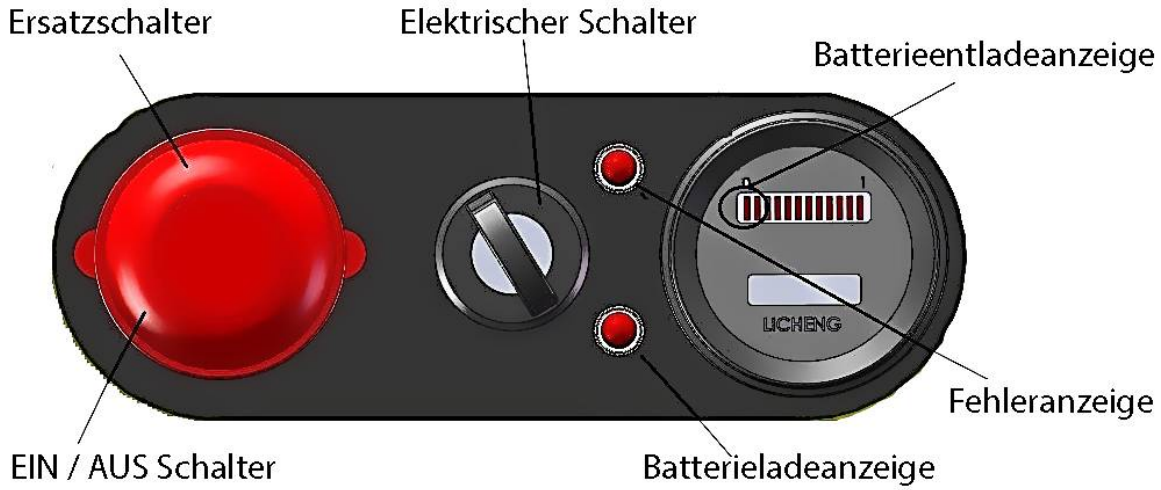

Abbildung 2.
• Es ist das Vorhandensein von Elektrizität in den Batterien gemäß der in Abbildung 2 gezeigten Methode zu überprüfen. Dafür muss man den Gesamtleistungshebel ziehen, um die Stromquelle einzuschalten, das elektrische Schloss am Griff entriegeln und den Stromzähler am Bedienfeld des Staplers überprüfen. Wenn eine helle Anzeige auf dem Bedienfeld leuchtet, bedeutet dies, dass die elektrische Energie in den Batterien minimal ist, was darüber sagt, dass sie aufgeladen werden sollte. Das Betreiben des Staplers ohne Stromversorgung ist ausdrücklich verboten, da dies die Batterielebensdauer erheblich verkürzt oder arbeitsunfähig macht.